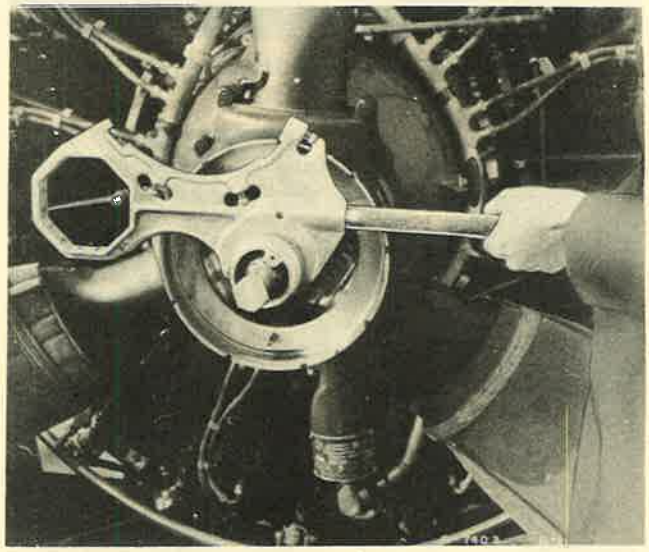

Figure 244—Tightening Distributor Valve by Using Composite Wrench
(6) Tighten the distributor valve into the propeller shaft using the composite wrench, and adapter (41B1862). (See figure 244.) The use of this adapter will permit equal application of torque force on all sides of the valve housing and will prevent the crushing effect encountered when using only the composite wrench. Apply a force of approximately 100 pounds at the end of the one-foot bar and, while this force is being maintained, strike the bar near the wrench one light blow with a hammer weighing not more than 2-½ pounds. Repeat this tightening operation until one of the slots on the distributor valve housing is in alignment with the same hole in the propeller shaft to which a slot in the propeller retaining nut was previously lined up.